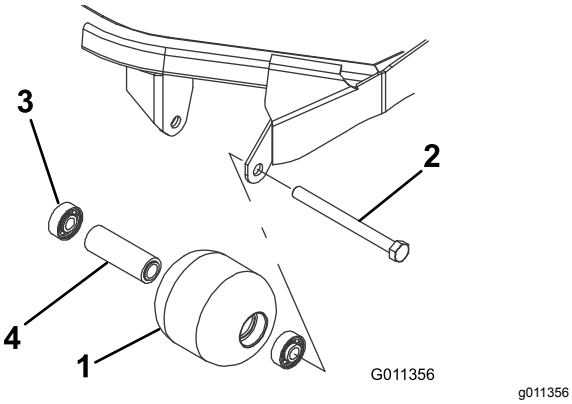

Figuur 121
1. Verwijder de montagebout van de rol (Figuur 121).
4. Controleer de rolbehuizing, de lagers en het afstandsstuk van het lager op schade (Figuur 121). Vervang beschadigde onderdelen en zet de constructie weer in elkaar.
1. Druk het eerste lager in de rolbehuizing (Figuur 121). Druk alleen op het buitenste loopvlak of druk evenwijdig op het binnen- en buitenloopvlak.
2. Plaats het afstandsstuk (Figuur 121).
3. Druk het tweede lager in de rolbehuizing (Figuur 121). Druk evenwijdig op het binnen- en buitenloopvlak totdat het binnenloopvlak het afstandsstuk raakt.